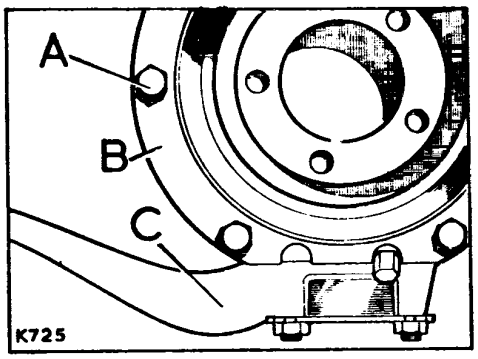

Fig. F1-49.- Posición del tornillo de ajuste del tope de dirección.
3.11.- Cubrir con grasa densa el retén de aceite del cárter del pivote, e instalarlo con su anillo de retenida en el cárter, situando el tornillo de ajuste del tope de dirección del agujero más avanzado, A (Fig. F1-49).